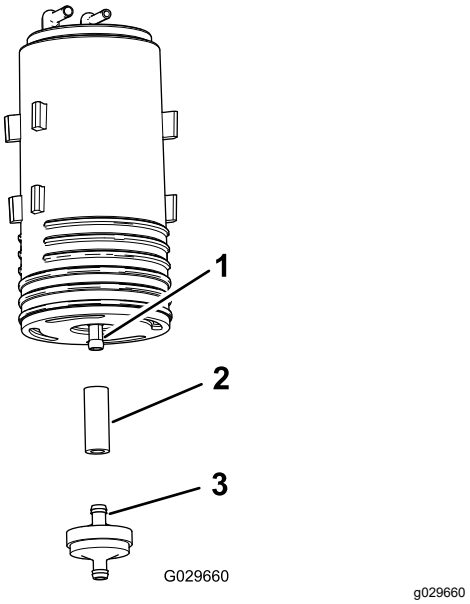

**Figur 45**
4. Fjern kulfilterbeholderens filter og det korte slangeafsnit fra den nedre fitting på den gamle kulfilterbeholder (Figur 45).
5. Monter slangen på den nedre fitting på den nye kulfilterbeholder (Figur 45).
6. Sæt fittingen til en ny kulfilterbeholder ind i slangen (Figur 45).